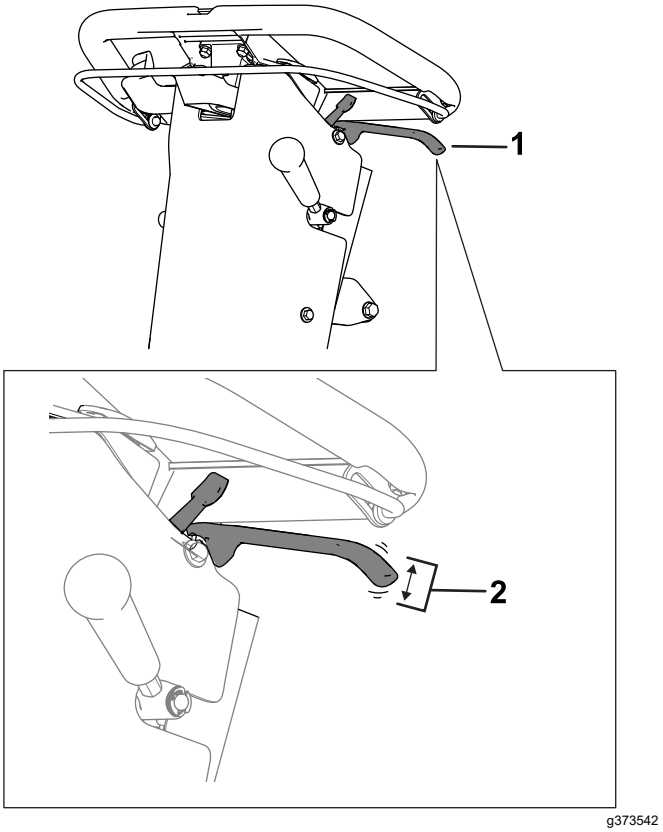

Figur 36
2. Mät det fria spelrummet i änden av parkeringsbromshandtaget (Figur 36).